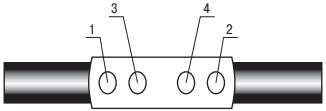

Рисунок 6
4.13 Произвести соединение жил гильзами со срывными болтами или под опрессовку (согласно комплекту поставки). При использовании гильз со срывными болтами ввести конец жилы в полость гильзы, затем плавно, без рывков, затянуть болты до срыва головок, начиная с крайних (рисунок 6), придерживая гильзу трубным ключом или специальным приспособлением. Выступы болтов спилить напильником до уровня поверхности гильзы, опилки тщательно удалить.